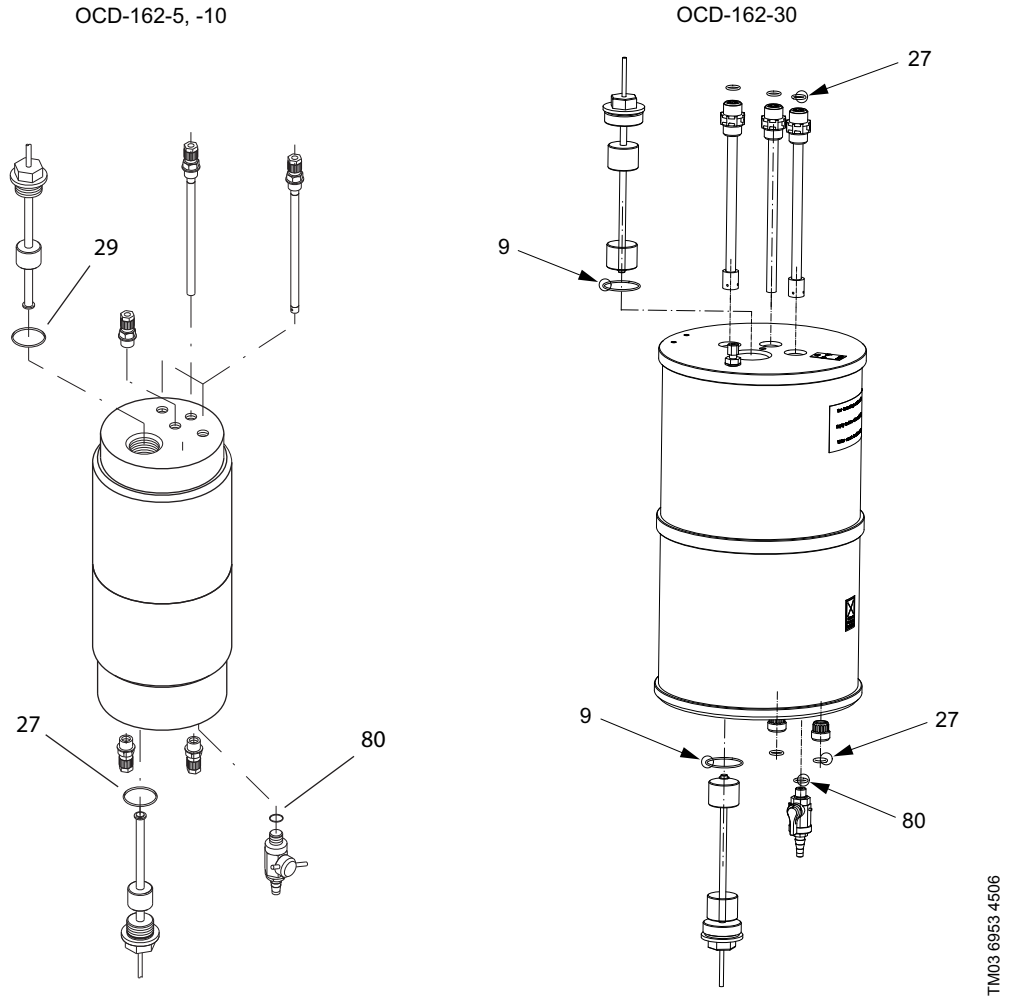

Abb. 47 OCD-162-5, -10, -30: Schwimmerschalter aus dem Reaktionsbehälter entfernen
2. O-Ring entfernen (Abb. 47).
4. O-Ring entfernen (Abb. 47).
5. Ablasshahn herausziehen und O-Ring entfernen (Abb. 47).